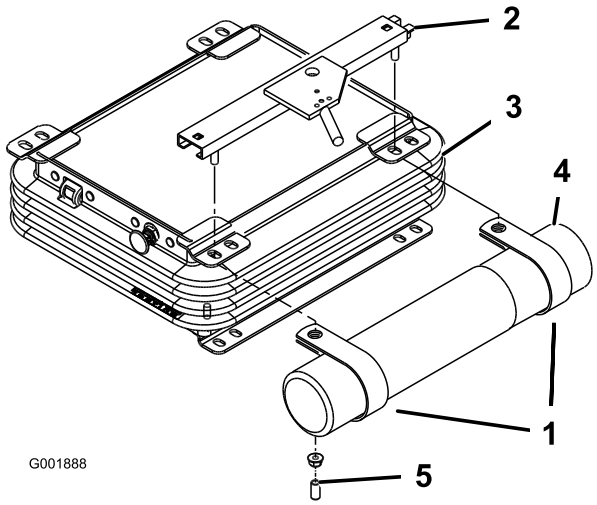

Figur 7
2. Ta bort de två muttrarna och vinylhylsorna (om sådana finns monterade) och säkra det övre sätesfästet på sätesupphängningens vänstra sida (Figur 7).
3. Montera R-klämmorna löst på sätesfästets tappar med de två muttrarna som togs bort tidigare. (Figur 7). R-klämmorna ska placeras under sätesupphängningens flikar.
4. Montera röret för bruksanvisningen i R-klämmorna och dra åt muttrarna (Figur 7).